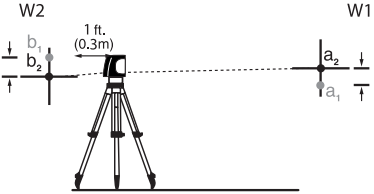

Fig. 4
2. Premer o interruptor de ligar / desligar (1).
3. Projectar a cruz sobre ambas as paredes, girando o aparelho e marcar o cruzamento dos raios laser (Fig. 4 – pontos D1 e D2).